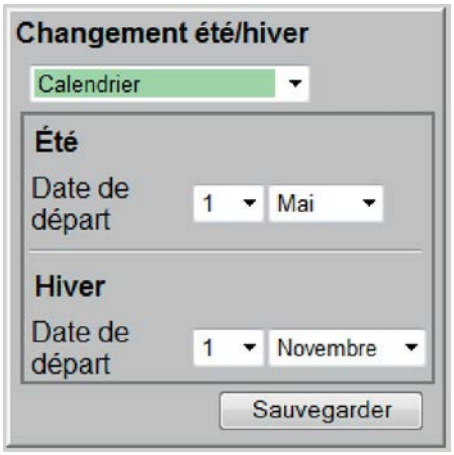

Fig. 38: Calendrier
4. ▸ En cas de sélection du type de régulation *« Calendrier »*, configurer la date de début de l'été et la date de début de l'hiver (Voir la Fig. 38).